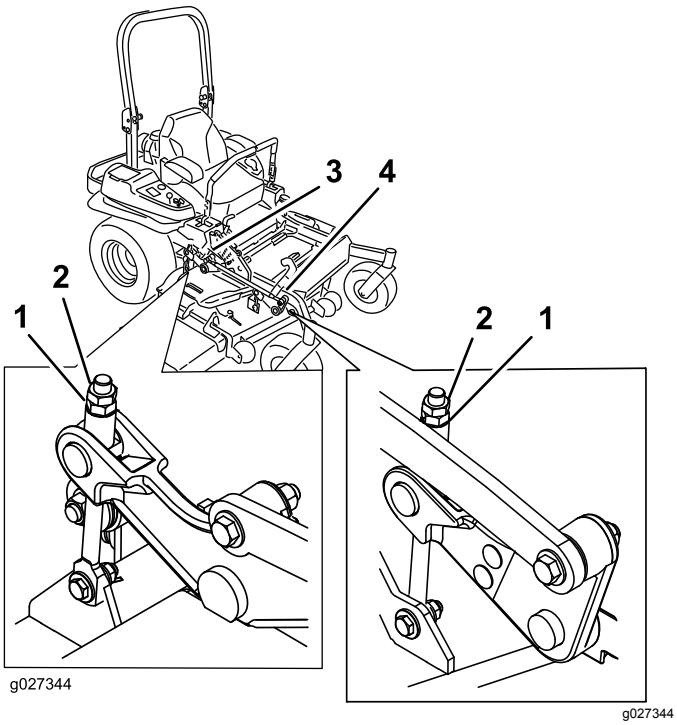

Figur 97
10. Finindstil justermøtrikken på forreste skjoldløfteenhed ved at dreje den (Figur 97).
16. Finjuster justeringsskruen ved at dreje den til en højde på 8,3 mm (Figur 97).